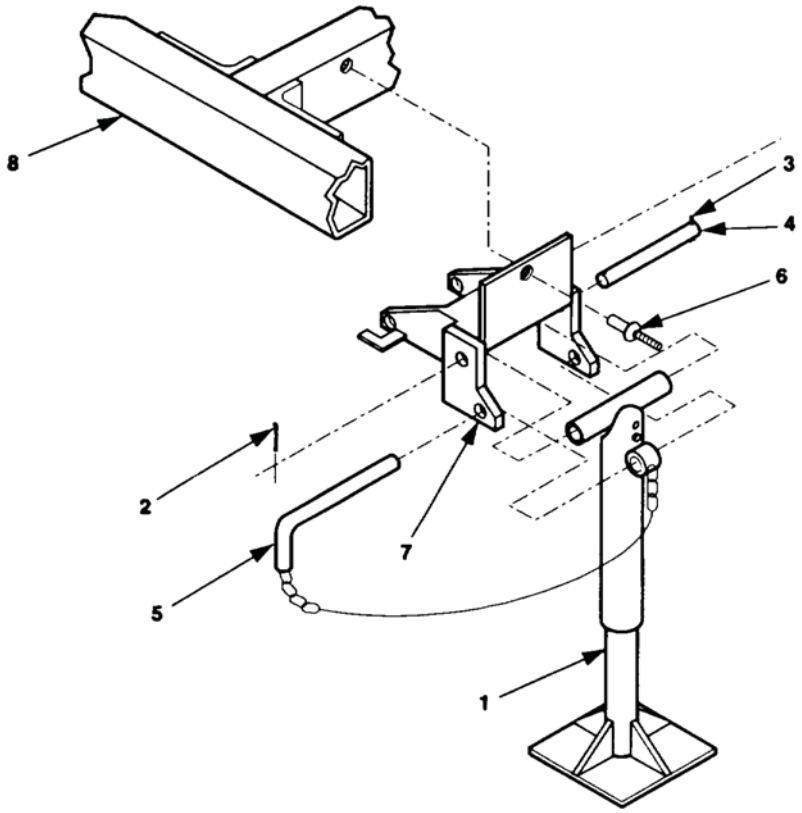

Figure 1. Rear Leveling-Support Jack Replacement; Light Tactical Trailer.
2. Turn leg base (Figure 1, Item 1) to take weight off leg prop.
3. Remove either one of two cotter pins (2 or 3) from pivot shaft (4) and discard cotter pin.
4. Hold leg base (1) steady and remove pivot shaft (4) with remaining cotter pin in place.
5. Lift leg base (1) slightly to take weight off retaining pin (5) and remove retaining pin. Move leg base (1) and attached parts out of bracket (7).
6. Remove three rivets (6) and bracket (7) from trailer chassis (8).